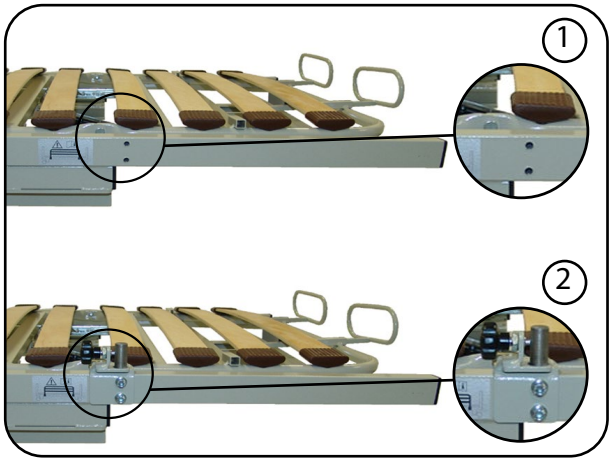

Abb. 6.5.02 - Montage Seitengitteraufnahme
2. Entfernen Sie die Verschlussstopfen aus den Gewindebohrungen des Längsrohres (bzw. aus dem montierten Verbindungsrohr der Liegeflächenverbreiterung) (Abb. 6.5.02 (1)).
3. Befestigen Sie die Seitengitteraufnahme mit den Zylinderkopfschrauben M8 x 16 mit Scheiben (bzw. M8 x 70 mit Scheiben bei montierter Liegeflächenverbreiterung) in den Gewindebohrungen an dem Liegeflächenrahmen (Abb. 6.5.02 (2)).